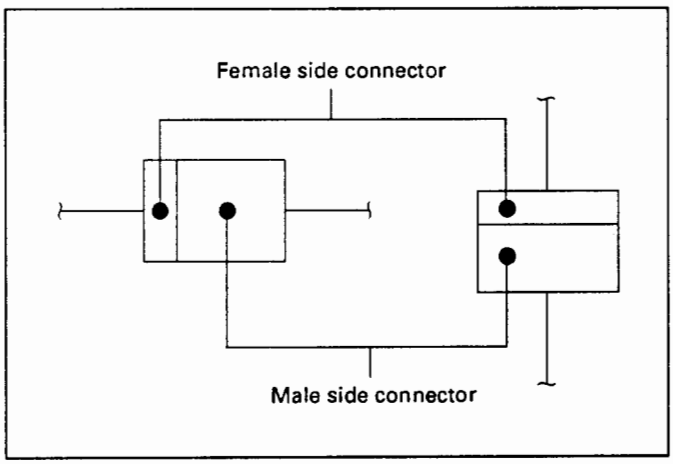

Fig. 8-33
- The symbol illustrated in the figure is used as connector, in the circuit of this section (Fig. 8-33).